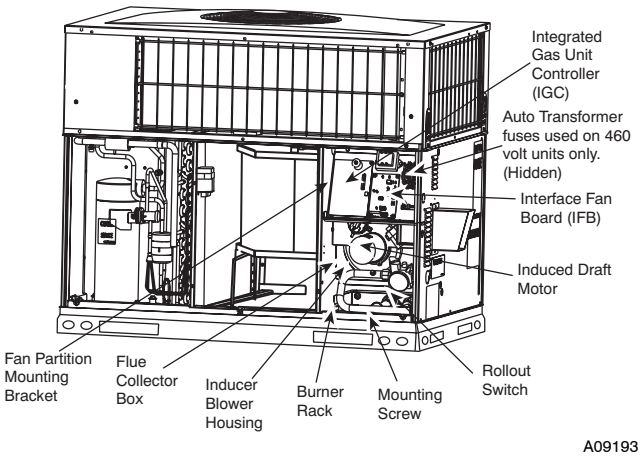

Fig. 19 - Blower Housing and Flue Collector Box
2. Remove the 11 screws holding the flue collector box cover (See Fig. 19) to the heat exchanger assembly. Inspect the heat exchangers.
Unit is equipped with a direct spark ignition 100 percent lockout system. Ignition module (IGC) is located in the control box (See Fig. 19). Module contains a self-diagnostic LED. During servicing, refer to label diagram or Table 6 in these instructions for LED interpretation.
5. Remove fan partition mounting bracket (2 screws located on the left side of control compartment on the fan partition panel). Slide bracket forward, bottom first, to remove. (See Fig. 19.)
7. Remove the mounting screw that attaches the burner rack to the unit base (See Fig. 19).
8. Partially slide the burner rack out of the unit (see Fig. 19 and 22). Remove ignitor and sensor wires at the burner assembly. Remove wires to rollout switch.
9. Slide the burner rack out of the unit (See Fig. 19 and 22).